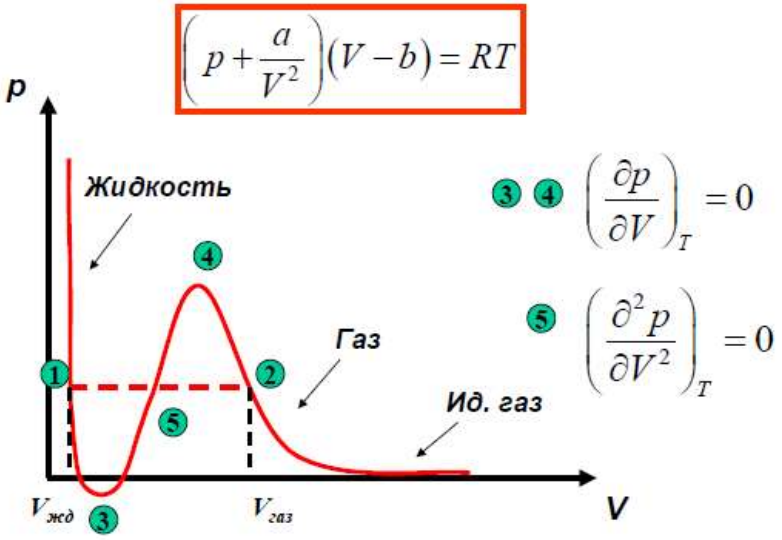

Рис.4. Ізотерма для газу Ван-дер-Ваальса.
На рис.4 наводиться ізотерама для газу Ван-дер-Ваальса. У природі реалізуються стани правіше точки 2 (газ) і лівіше точки 1 (рідина). Рівняння (9,10), таким чином, є рівняннями стану для двох фаз, газоподібної і рідкої. Зауважимо, що при великих обсягах (низькому тиску!) рівняння (9) перетворюється в рівняння (7) для ідеального газу. Тиски в точках 1 і 2 рівні, а обсяги рівні Мольн. обсягам рідини і насиченої пари (газу!), відповідно, при даній температурі. Тиск в точках 1 і 2 відповідає тиску насиченої пари. При цьому тиску в системі співіснують фаза рідини і фаза пари. Положення точок 1 і 2 на изотермі визначається наступним чином: пунктирна червона лінія проводиться так, щоб площа (135) дорівнювала площі (542). Цей спосіб має точне термодинамічне обгрунтування!